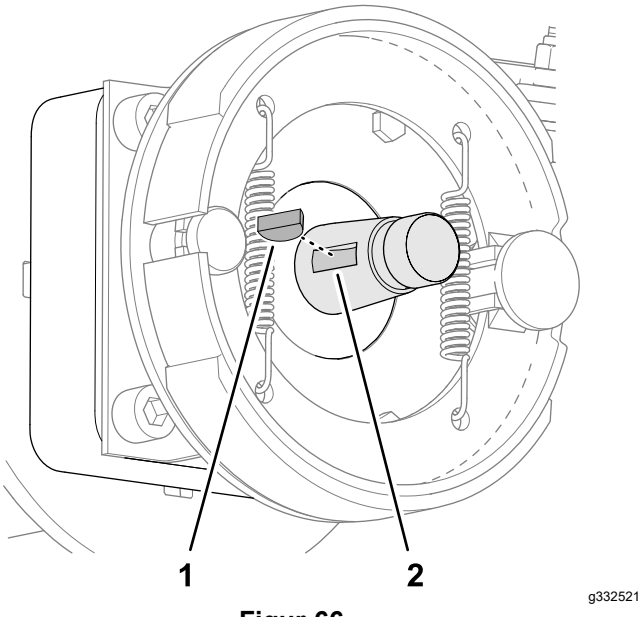

Figur 66
5. Ta bort woodruffkilen från hjulmotoraxeln (Figur 66).